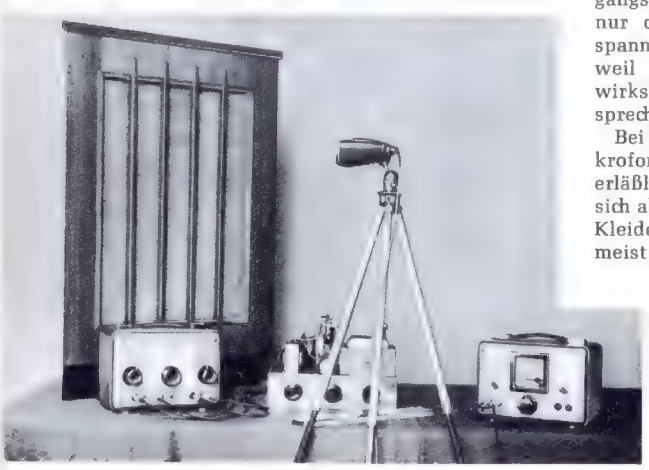

*Bild 18. Meßaufbau für die Frequenzgangmessung einer Lautsprecherbox*
*Bild 18* zeigt einen Meßaufbau zur Messung des Frequenzganges einer Lautsprecherbox.